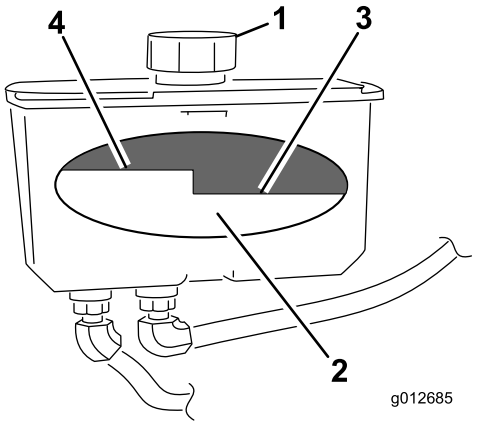

Figura 72
4. Limpe a zona em torno da tampa e do tubo de enchimento do depósito hidráulico (Figura 72).
5. Retire a tampa do tubo de enchimento. Observe o interior para verificar o nível de óleo no reservatório. (Figura 72).
Nota: O nível do fluido deve ficar até ao cimo do nível quente do abafador, quando o fluido está quente (Figura 72).